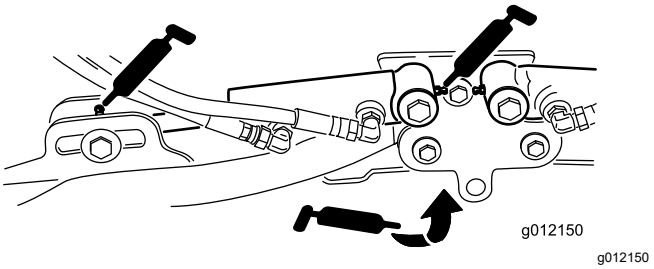

**Figuur 74**
- Cilinders van hefarm van maaidek (2 elk) (Figuur 74)
- Draaipunten van hefarm (1 elk) (Figuur 74)